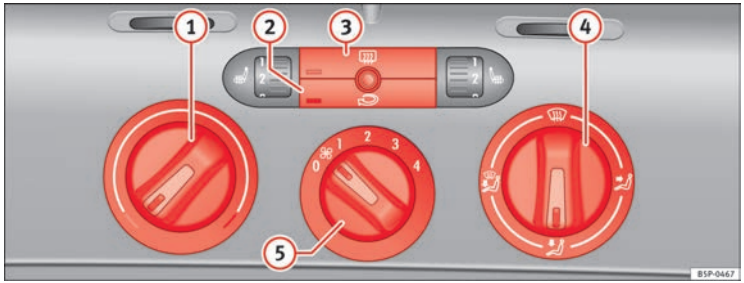

Fig. 124 Heating controls on the dash panel
– Use the knobs ⇒ Fig. 124 (1) and (4) and control (5) to set the temperature, air distribution and blower speed.
– To switch a function on or off, press the appropriate button (2) or (3). When the function is activated, the display window in the lower left of the button is lit.